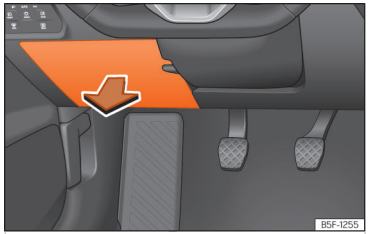

**Fig. 216** On the dashboard on the driver side: lid of the fuse box.
- *Open:* fold the cover down ››› Fig. 216.